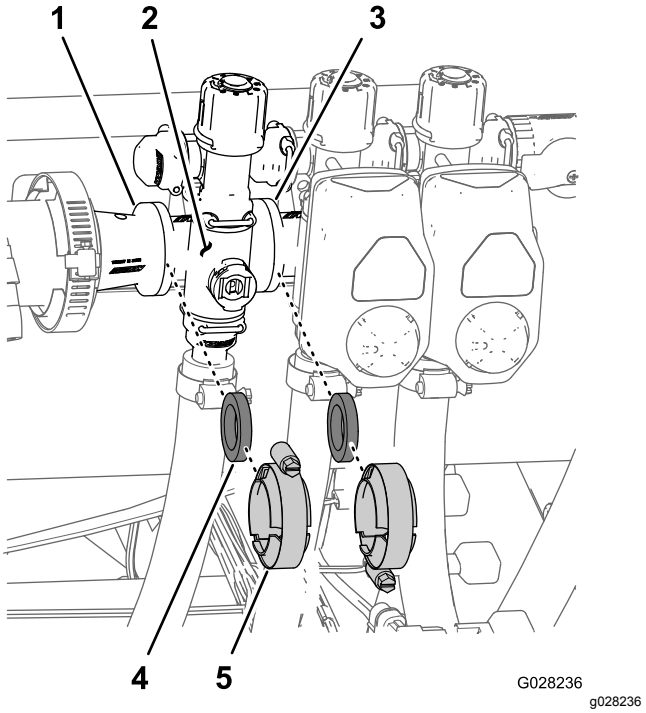

Figur 73
1. Fjern de klemmer og pakninger, der fastgør manifolden til sektionsventilen (Figur 73) til sektionsventilen ved siden af (hvis det er venstre sektionsventil) og reduktionskoblingen.